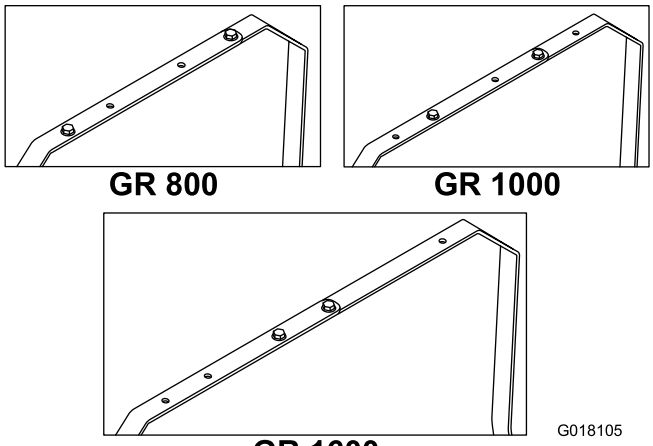

Figur 1
6. Fest de to stengene til hverandre med to bolter (5/16 x 1 tomme), to skiver og to flensmutre gjennom hullene som korresponderer til passende modell som vist i Figur 1.